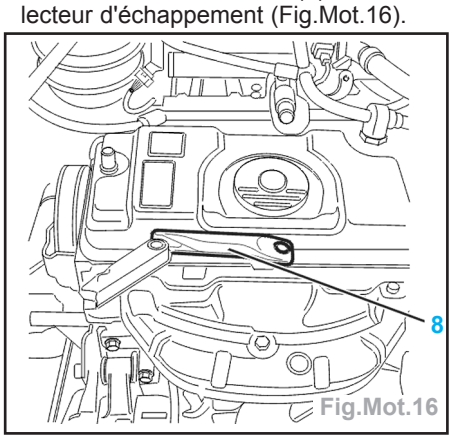

Fig.Mot.16
- Sans déposer la vis de fixation sur la culasse, ramener le tirant (8) vers le collecteur d'échappement (Fig.Mot.16).